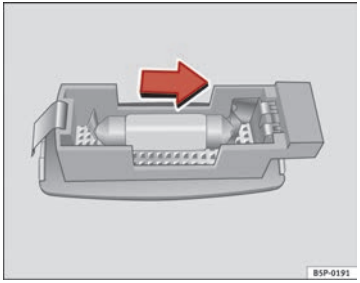

Abb. 213 Ausbau der Leuchte in der Sonnenblende
– Hebeln Sie das Lampenglas mit einem Schraubendreher vorsichtig an der Vertiefung heraus, wie dies im Bild gezeigt wird ⇒ Abb. 213.
– Nehmen Sie die Glühlampe in Pfeilrichtung heraus ⇒ Abb. 213. ■